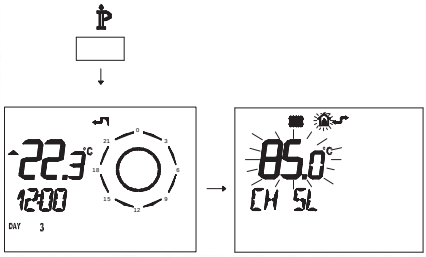

Fig. 7.22
- Press button i for more than 3 seconds to enter in INFO (Fig. 7.22) mode.